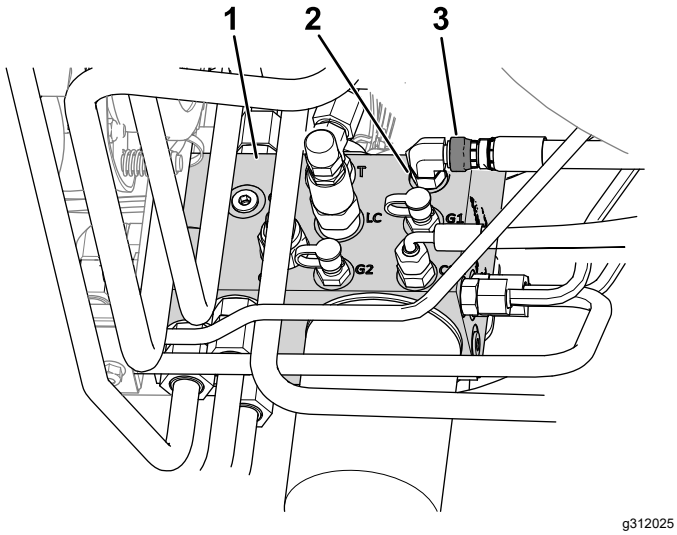

Bild 10
B. Lösen Sie die Schlauchüberwurfmutter, die den Anschluss C1 am Hydraulikverteiler befestigt (Bild 10).